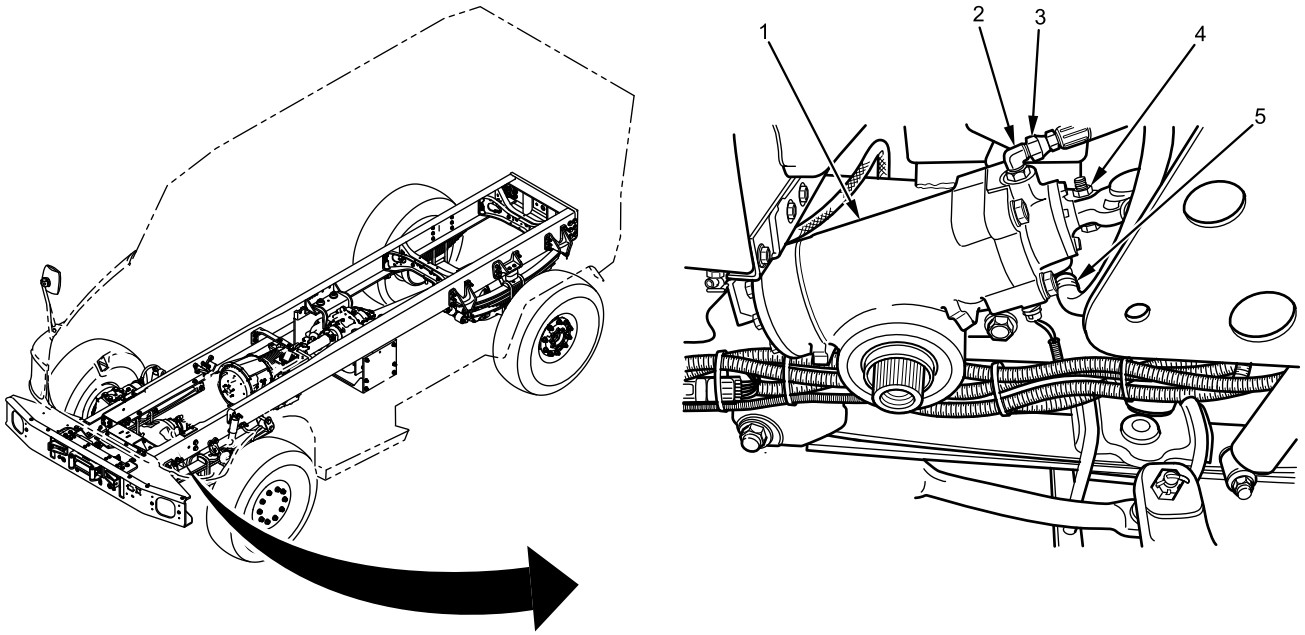

Figure 1. Steering Gear.
1. Remove and discard lower pinch bolt, washers, and locknut (Figure 1, Item 4) on steering shaft at steering gear (Figure 1, Item 1).
2. Slide steering shaft off splined shaft of steering gear (Figure 1, Item 1).
3. Disconnect power steering hose (Figure 1, Item 3) at elbow (Figure 1, Item 2) on steering gear (Figure 1, Item 1).
4. Remove elbow (Figure 1, Item 2) from steering gear (Figure 1, Item 1).
5. Disconnect power steering reservoir hose (Figure 1, Item 5) from steering gear (Figure 1, Item 1).